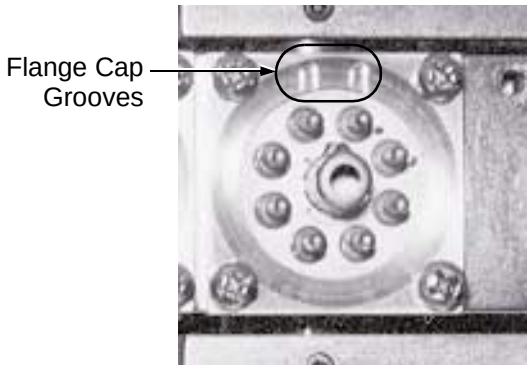

Figure 5-17 Alignment of Flange Cap Grooves with Ion Source Center Legs
2. Replace the ion source flange cap so that the grooves in the depression of the flange cap (Figure 5-17) line up with the legs on either side of the center post.